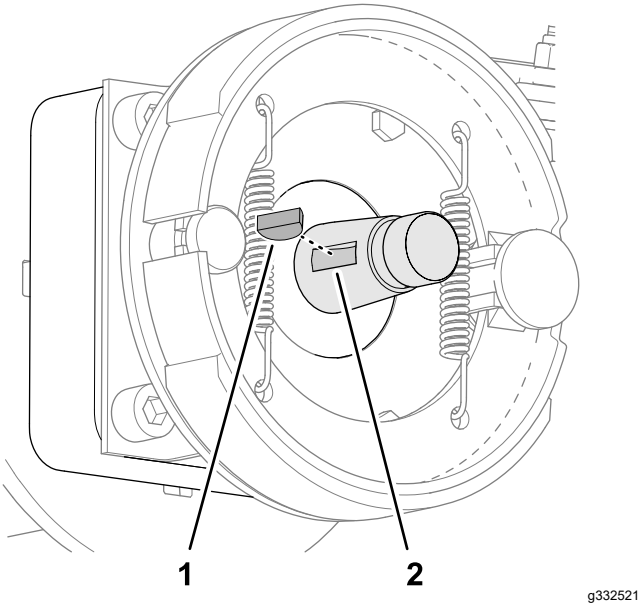

Figur 72
2. Sett inn skivekilen i sporet på hjulmotorakselen (Figur 72).